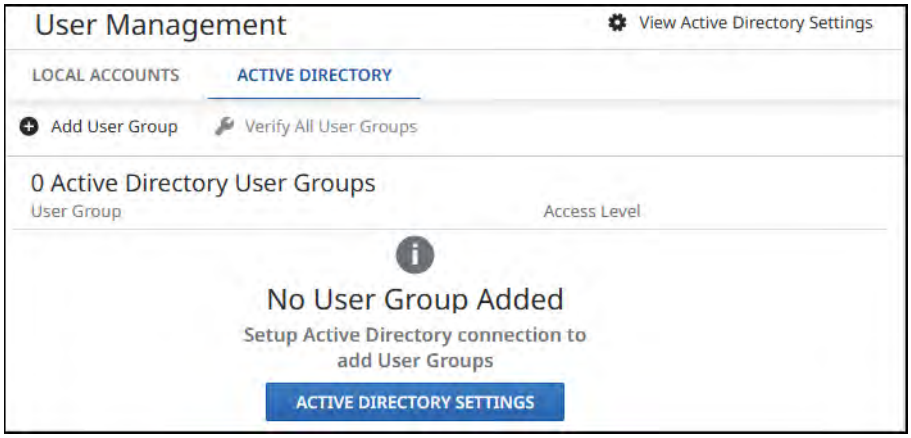
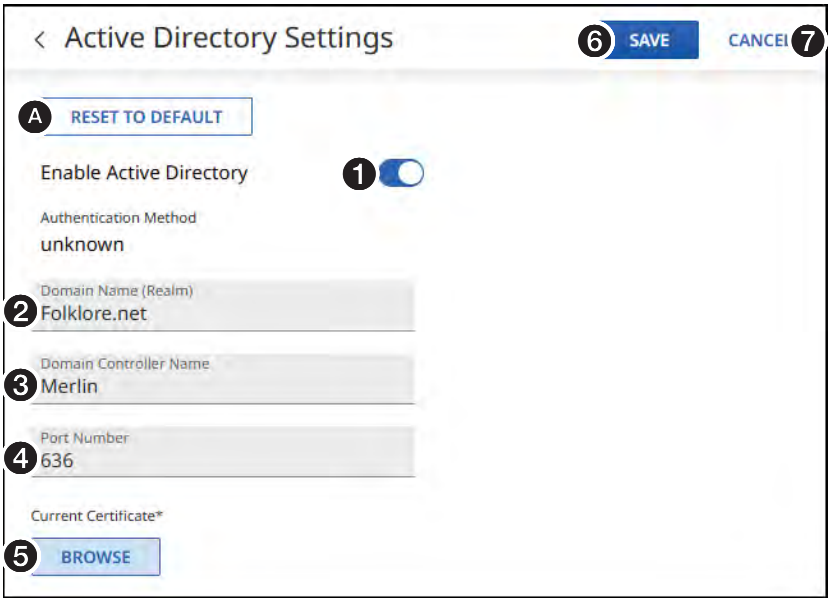
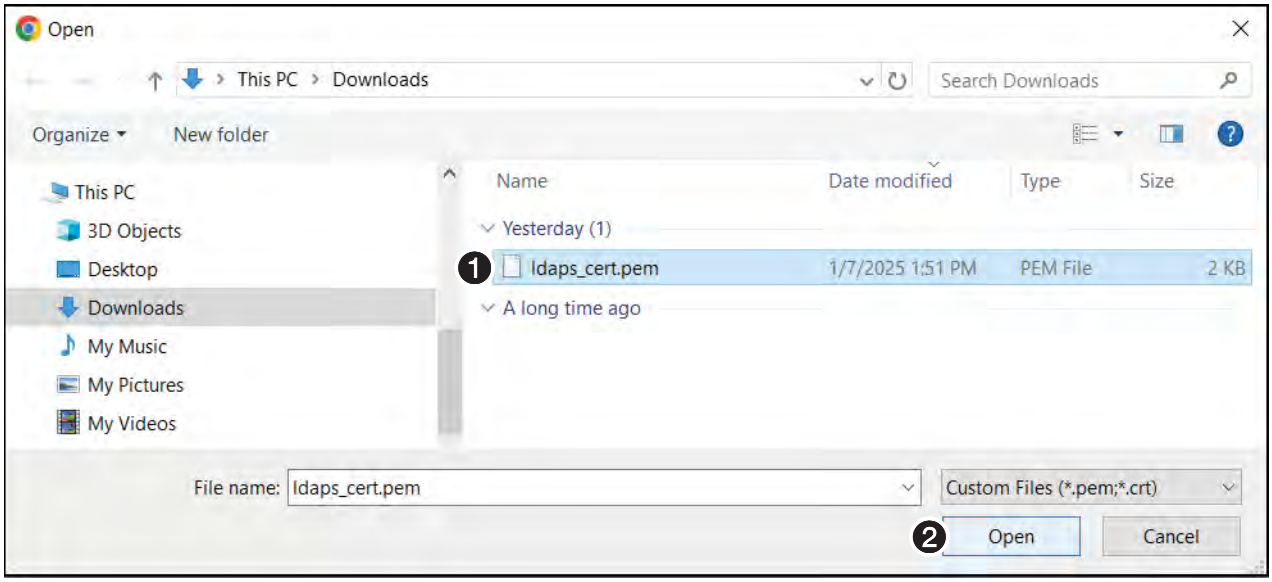

Figure 34. Connecting to an Active Directory
Figure 35. Defining an Active Directory
Figure 36. Loading the Certificate
4. On the USER MANAGEMENT > ACTIVE DIRECTORY page (see figure 34, ❶), click **ACTIVE DIRECTORY SETTINGS** (❷). The Active Directory Settings dialog box opens (see figure 35).
NOTE: Click **RESET TO DEFAULT** (figure 35, Ⓐ) to reset Active Directory settings including the certificate and previously added user groups.
5. Click **Enable Active Directory** (❶) to allow device access from Active Directory configuration.
6. Click in the **Domain Name** (**Realm**) field (❷) and enter the value received from the IT administrator in step 1.
7. Click in the **Domain Controller Name** field (see **figure 35**, ❸) and enter the value received from the IT administrator in step 1.
8. If necessary to change from the default value (636), click in the **Port Number** field (❹) and enter the value received from the IT administrator in step 1.
9. Click the Current Certificate **Browse** button (❺). The Open dialog box opens (see figure 36).
10. Navigate to the folder where the certificate file is saved (❶). Select the file.
11. Click **Open** (❷). The Active Directory Settings dialog box returns to the top (see **figure 35**).
12. Click outside of the field and then click **SAVE** to apply the Active Directory settings (see **figure 35**, ❻), or **CANCEL** (❼) to abandon them.
To make variables available for editing, click **EDIT**. The Active Directory Settings page opens (see **figure 35**). Edit variables as described in **Connecting to an Active Directory**, steps 4 through 11.